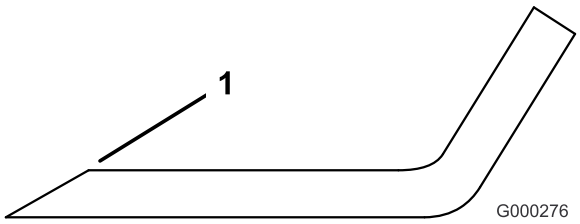

Figuur 86
3. Inspecteer de snijranden van alle messen en slijp de snijranden als deze bot zijn of bramen vertonen (Figuur 86).
Opmerking: Slijp alleen de bovenkant van de snijrand en behoud de oorspronkelijke snijhoek om te zorgen dat het mes scherp blijft (Figuur 86). Het mes zal in balans blijven als dezelfde hoeveelheid metaal aan beide snijranden wordt weggehaald.